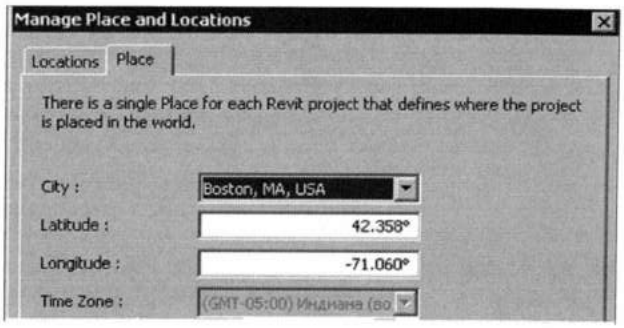

Рис. 4.8. *Установка географического положения проекта*
3. Кнопкой справа от поля **Place** открыть бокс **Manage Place and Locations** (рис. 4.8), в котором на вкладке **Place** (Координаты) либо сделать выбор в списке **City** (Город), либо непосредственно ввести значения широты (**Latitude**) и долготы (**Longitude**) и нажать OK.